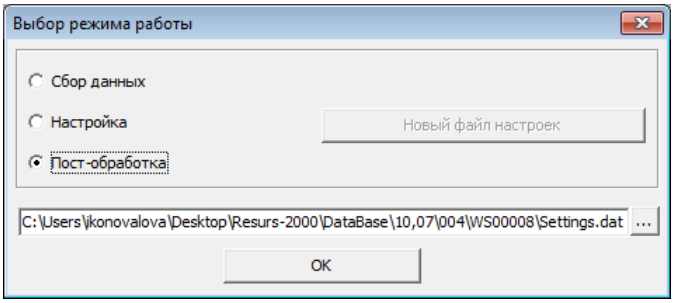

Рис. 10 Выбор режима работы.
2. Выберите режим постобработки при первоначальном запуске Программы (рис. 10).